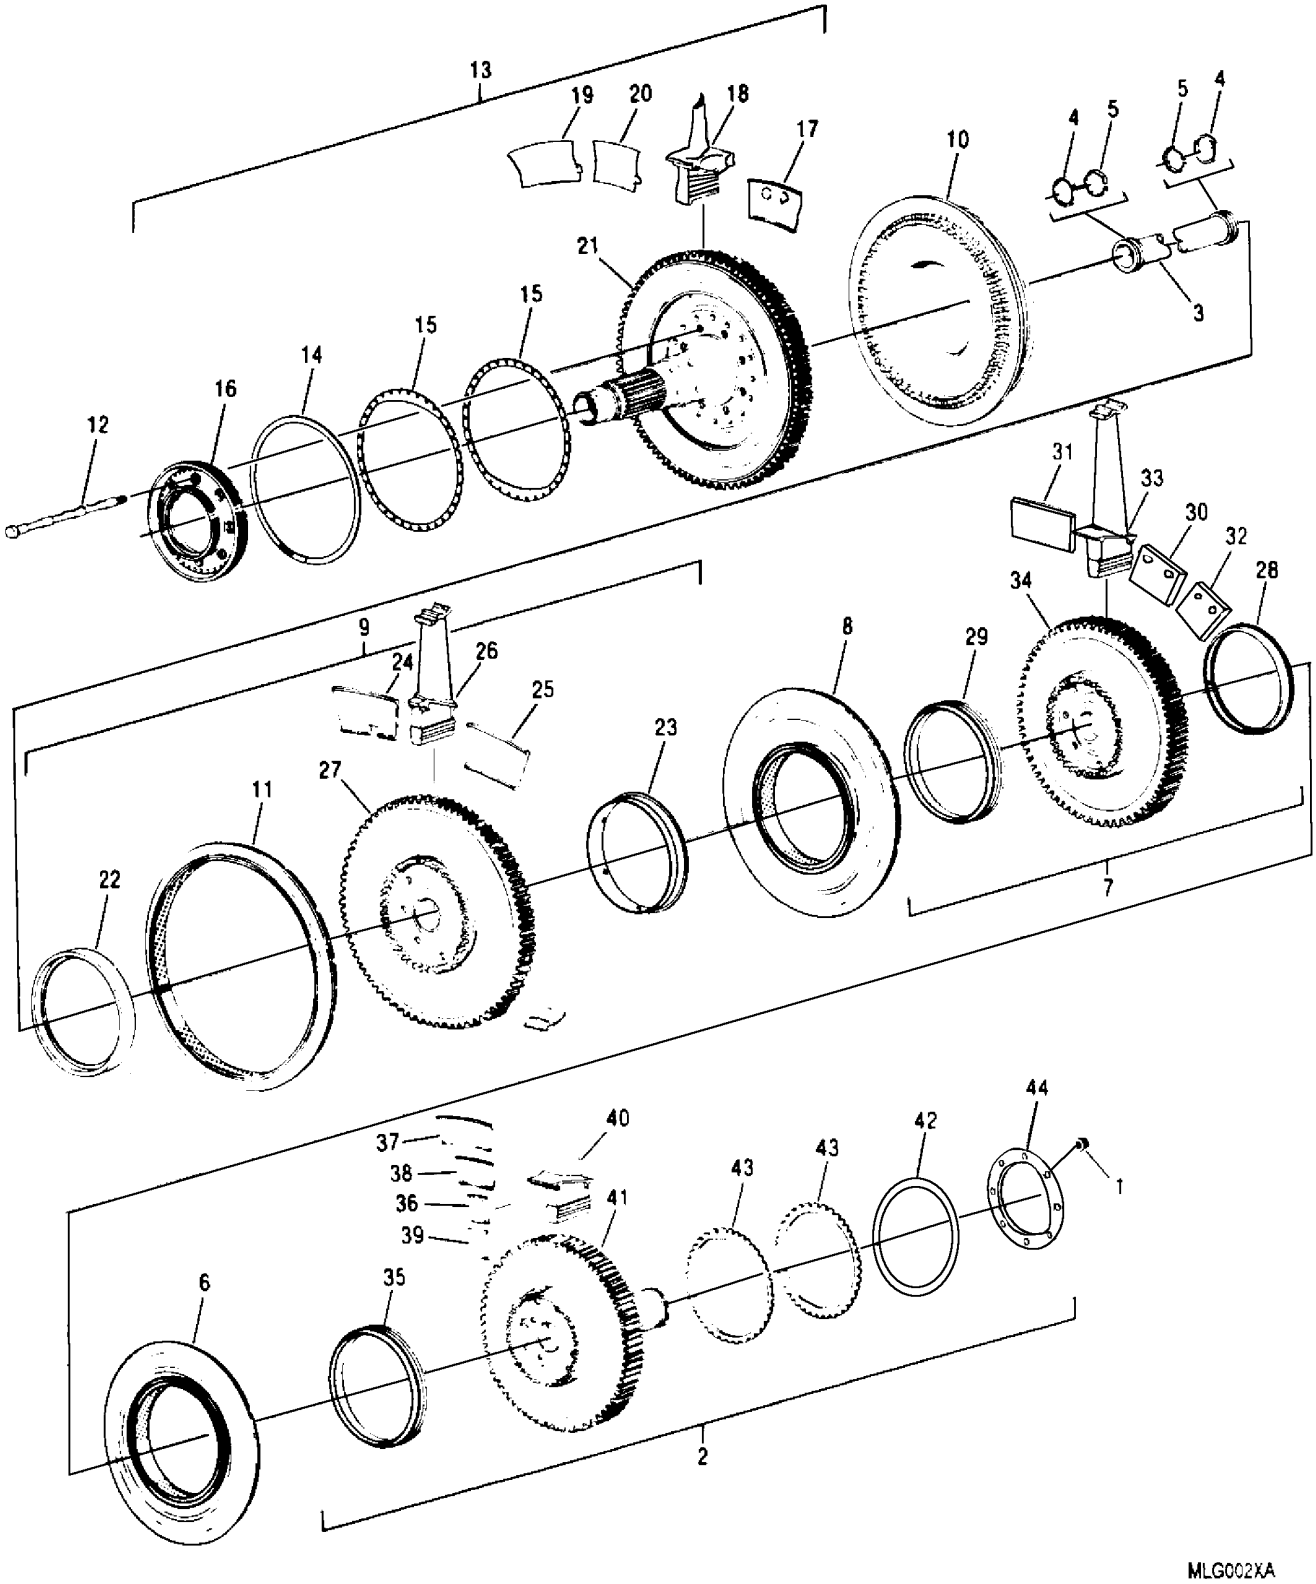

Figure 2. Turbine Rotor Assembly Parts (Sheet 1 of 2)
b. Remove nuts (1, figure 2) from turbine clamp bolts (12).